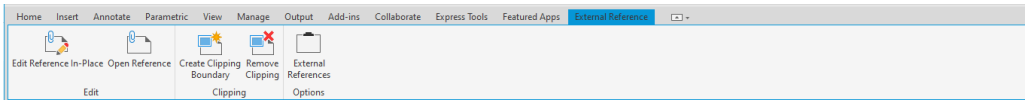

***Figure 18-35** The **External Reference** contextual tab added to the **Ribbon***
1. To edit in-place, select an external referenced object; the **External Reference** contextual tab will be added to the **Ribbon**, as shown in Figure 18-35. Choose the **Edit Reference In-Place** tool from the **Edit** panel; the **Reference Edit** dialog box will be displayed.